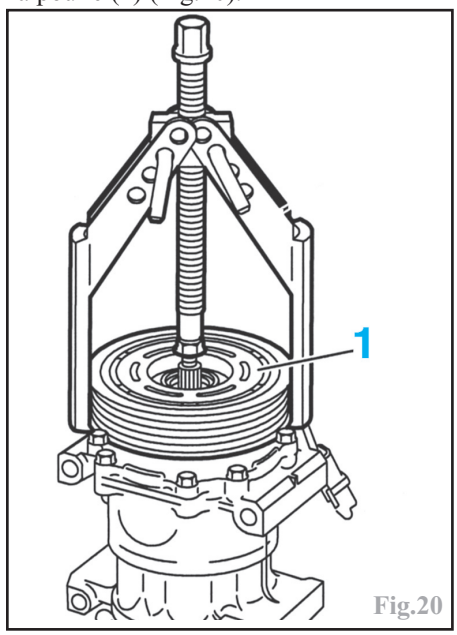

Fig.20
Mettre en place un extracteur et extraire la poulie (1) (Fig.20).